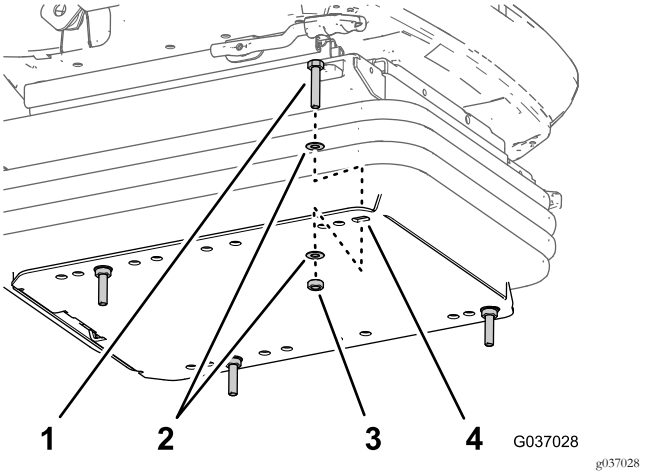

Figur 14
2. Montera fyra huvudskruvar (8 x 40 mm), åtta brickor (8 x 17 mm) och fyra släta muttrar (8 mm) i hålen i flänsen på bottenplattan (Figur 14) som du identifierade i steg 1.